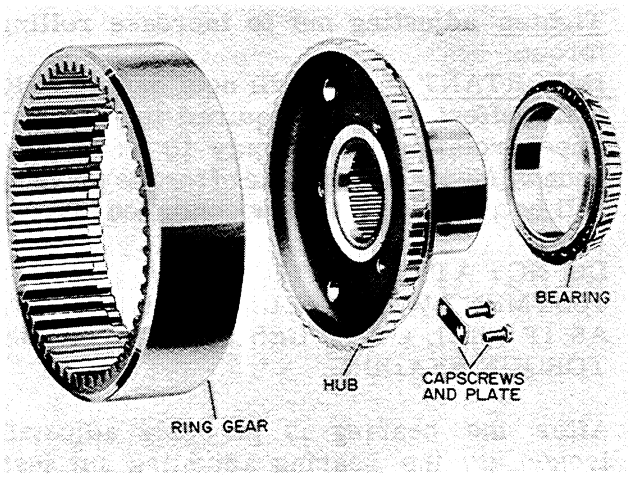

Figure U-55
2. Place the ring gear hub into the ring gear, Figure U-55. Then install the plates and capscrews, Figure U-55. Torque the capscrews to -
3. Now install the outer bearing onto the ring gear hub, Figure U-55.